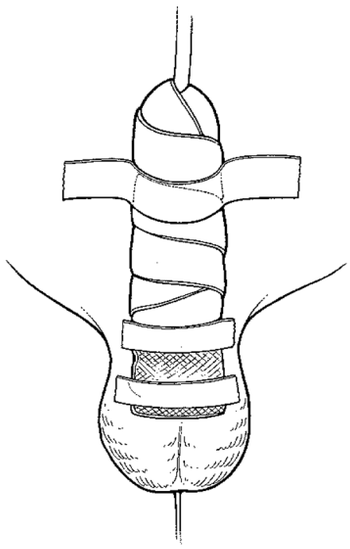

Figure 4-24. Tape Penis to Abdomen
5. Tape penis to abdomen **(Figure 4-24).**